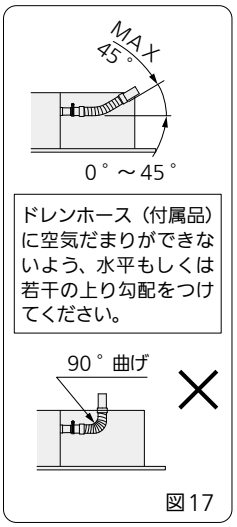

図17
- 付属のドレンホースは90 ° 曲げで使用しないでください。（最大 45 °）（図17）